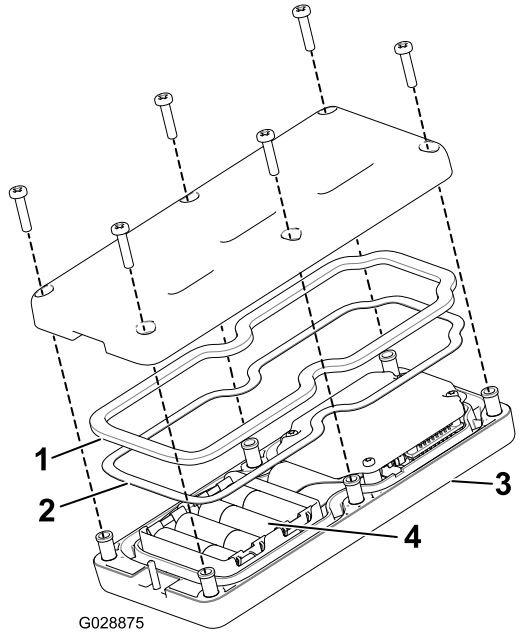

**Figur 46**
3. Afmonter de seks skruer fra bagsiden af styreenheden, og afmonter dækslet (Figur 46).
5. Placer de nye batterier i batterirummet. Sørg for, at de forbindes rigtigt. (Hvis batterierne ikke installeres korrekt, vil det ikke beskadige enheden, men den vil ikke virke.) I batterirummet findes der mærkater, der viser batteriernes poler (Figur 46).
6. Hvis du utilsigtet fjerner gummipakningen og stålpakningen, skal du forsigtigt sætte dem i kanalen igen i den håndholdte styreenhed (Figur 46).
7. Udskift dækslet, og fastgør det med de seks skruer, du fjernede tidligere (Figur 46), og tilspænd dem til et moment på 1,5 til 1,7 N-m.